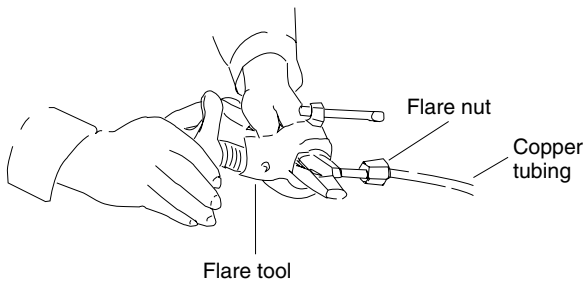

**Fig. 7-3**
(3) Remove the flare nut from the unit and be sure to mount it on the copper tube.
(4) Make a flare at the end of the copper tube with a flare tool.* (Fig. 7-3)